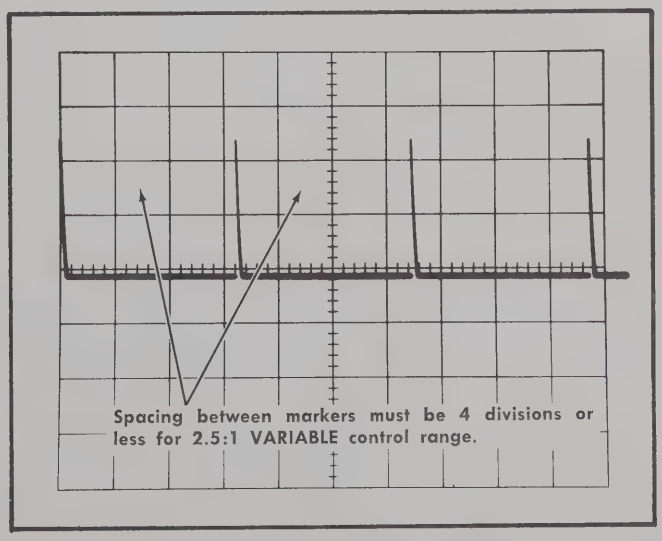

Fig. 5-16. Typical CRT display showing adequate VARIABLE TIME/DIV control range.
e. CHECK—CRT display for four-division maximum spacing between markers (2.5:1 range; see Fig. 5-16). UNCAL light must be on when VARIABLE TIME/DIV control is not in CAL position.